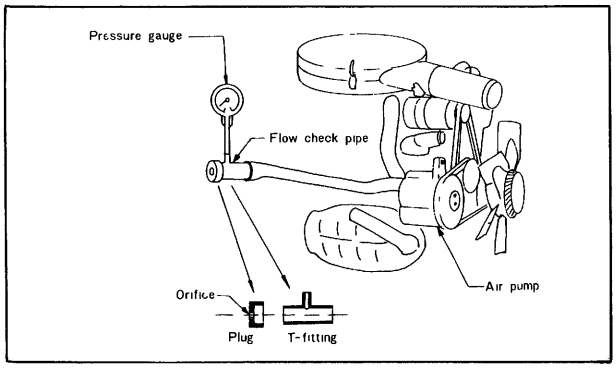

Fig. 1B–1 Checking air pump
6. Attach the **air pump gauge set** (49 2113 010A) as shown in Fig. 1B–1.